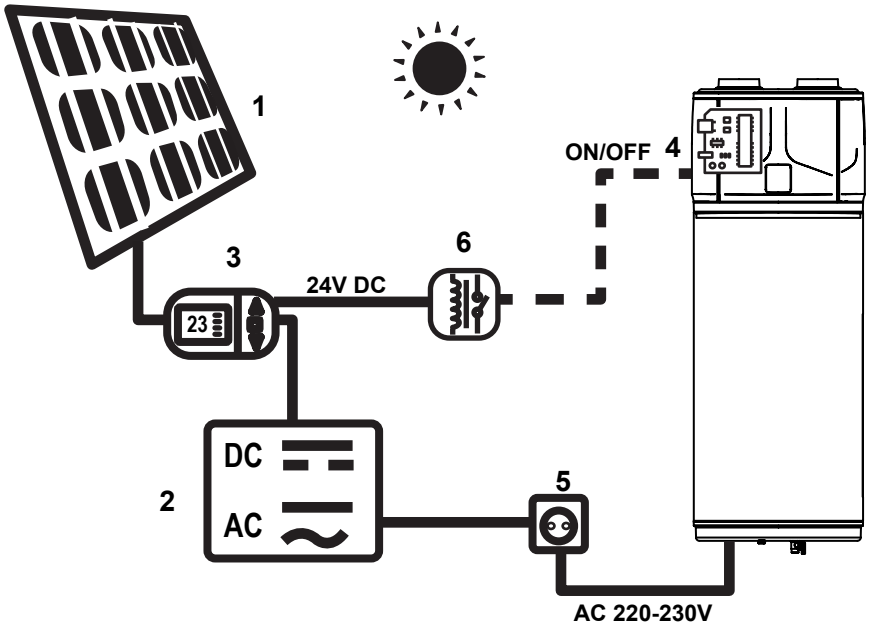

fig. 27
10. CONECTIVIDADE EXTERNA. (Fig. 27 e 23)